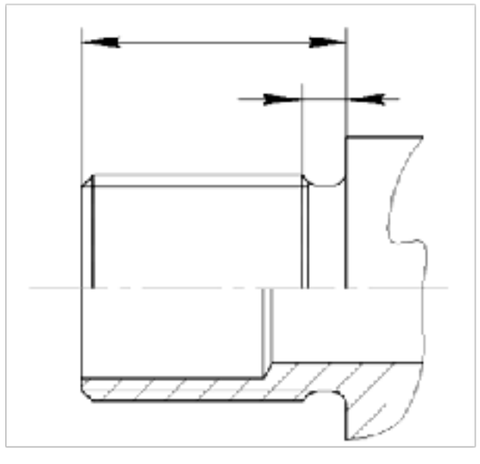

Рисунок 44
- Если резьба нарезана с проточкой, то длина нарезанной части ставится вместе с шириной проточки, затем указывается диаметр проточки, рисунок 44.